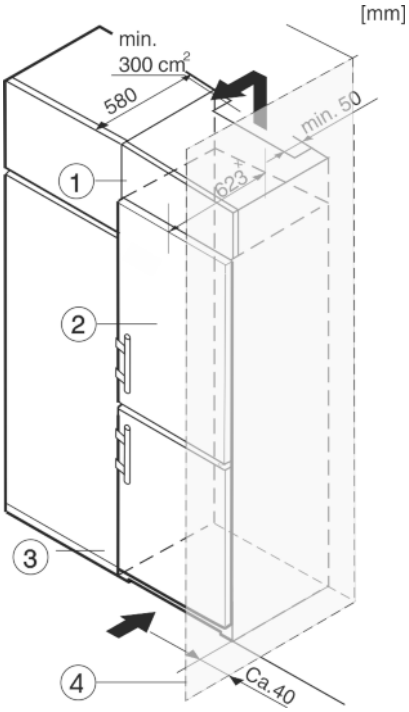

Fig. 12
Устройство может быть окружено предметами кухонной обстановки. Чтобы уравнять устройство *Fig. 12 (2)* по высоте с кухонной стенкой, можно установить над устройством соответствующий дополнительный шкафчик *Fig. 12 (1)*.
В комбинации с кухонными шкафами устройство можно устанавливать непосредственно рядом с кухонным шкафом *Fig. 12 (3)*. Чтобы можно было полностью открыть двери, устройство должно выступать, как минимум, на 65 ммx относительно передней стенки кухонного шкафа. В зависимости от глубины кухонных шкафов и использования пристенных распорок устройство может выступать и больше.
Если устройство установлено на шарнирах у стены *Fig. 12 (4)*, то расстояние между устройством и стеной должно быть не менее 40 мм. Настолько выступает ручка при открытой дверце.